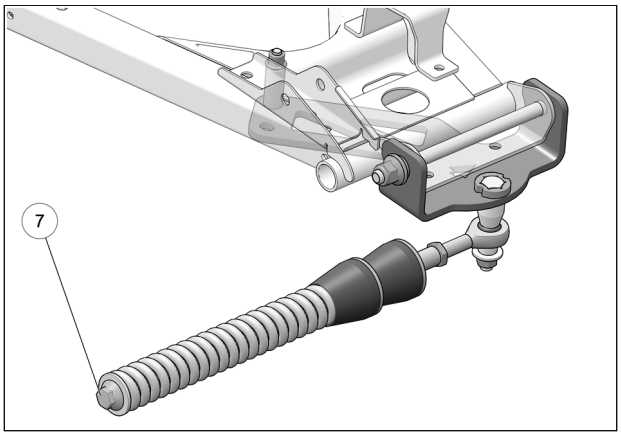

Fig. 12
12. Verify that spring assembly bolt (**7**) is tightened to the recommended torque specification: 75 N•m [55 lb•ft]. Refer to Fig. 12